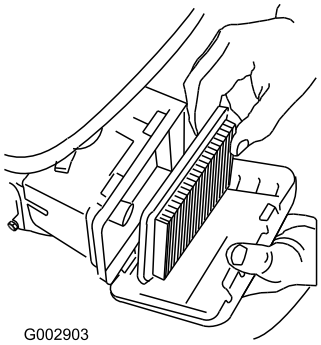

Figur 39
3. Fjern luftfilteret (Figur 39).